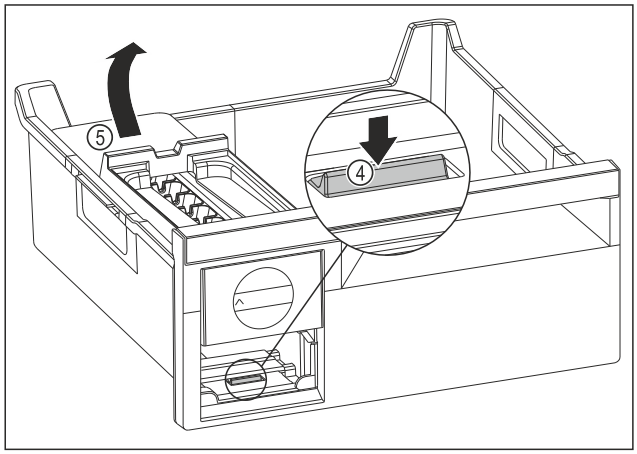

Fig. 110
- ▶ Scoaterea corpului EasyTwist-Ice: Apăsați eclisa *Fig. 110 (4)* cu degetele în jos și concomitent cu cealaltă mână ridicați corpul EasyTwist-Ice *Fig. 110 (5)* din spate.